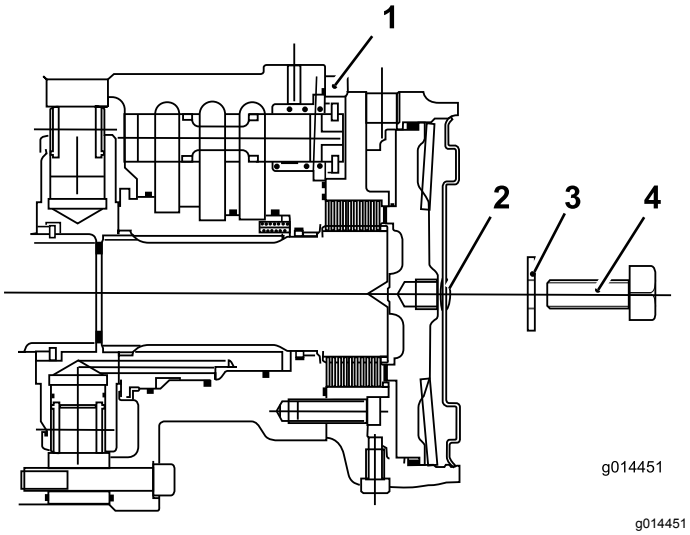

**Figuur 38**
C. Plaats de zeskantige plug in de zijkant van de motor (Figuur 38).